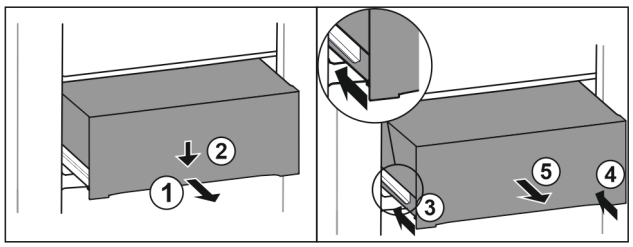

Fig. 121
▶ Schubfach halb herausziehen. *Fig. 121 (1)*
▶ Schubfach an der Vorderseite nach unten drücken. *Fig. 121 (2)*
▶ Linke Schiene etwa 2 cm einschieben. *Fig. 121 (3)*
▶ Rechte Schiene etwa 2 cm einschieben. *Fig. 121 (4)*
▶ Schubfach nach vorne entnehmen. *Fig. 121 (5)*